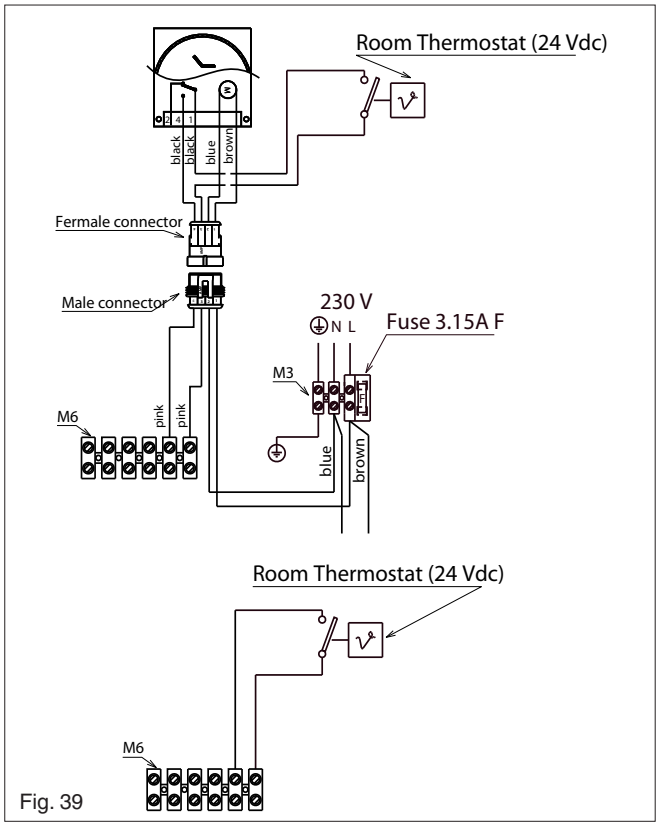

Fig. 39
- single-channel, voltage-free time clocks or programmable room thermostat (fig. 39). If used the factory fitted male/female connector move the pink wires in the room thermostat socket position.